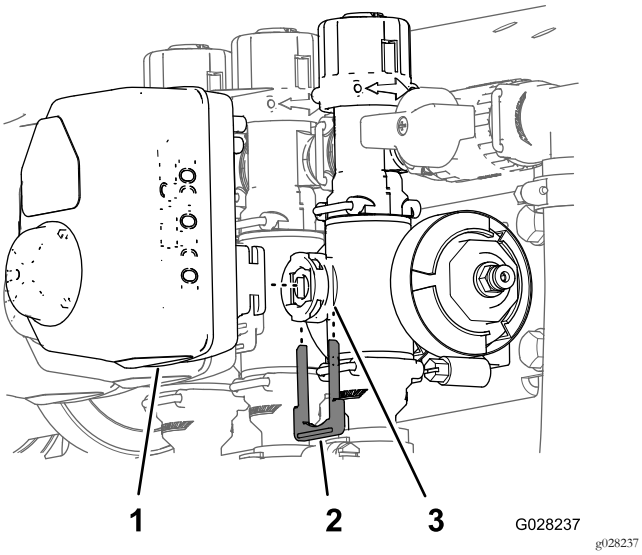

Figura 111
3. Retire o retentor que fixa o acionador à válvula do coletor para válvula de controlo de aplicação, agitação, rampa principal ou secção da rampa (Figura 111).